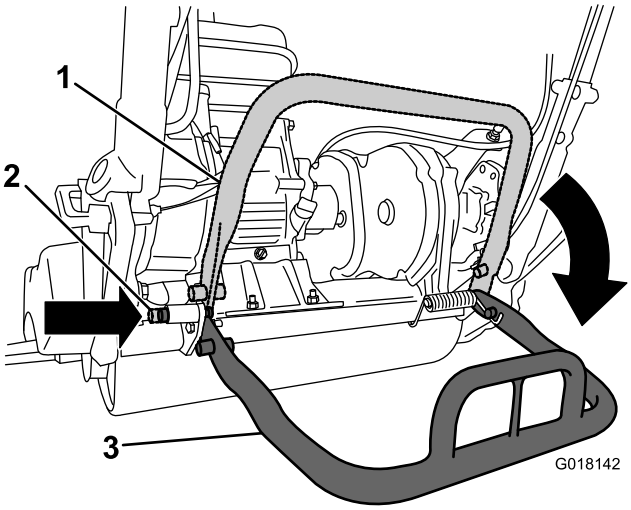

Figur 3
2. Senk støtten og trykk inn låsestiften for å låse støtten i servicestilling (Figur 3). La maskinen hvile på låsestiften.